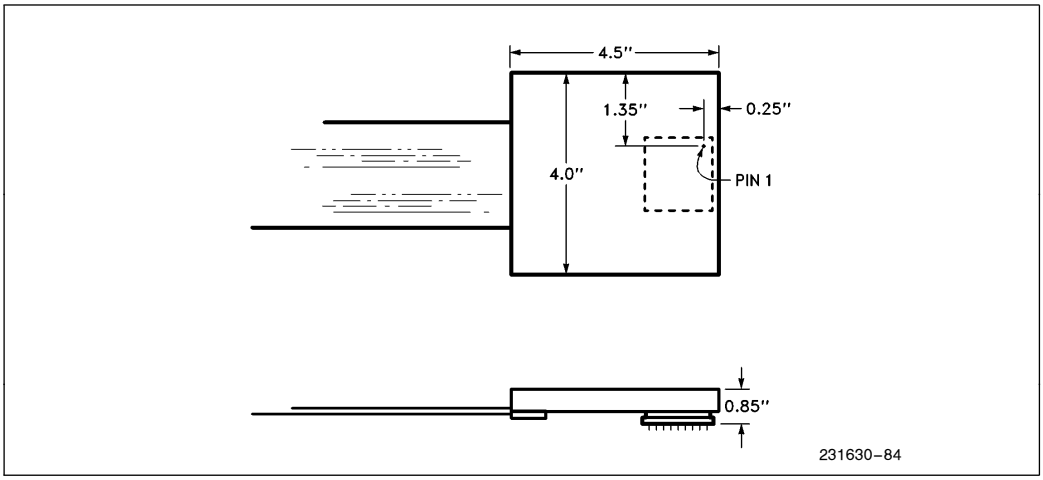

**Figure 7-1. Processor Module Dimensions**
**Intel386 DX location and orientation:** The ICE-Intel386 DX processor module, target-adaptor cable (which does not exist for the ICE-Intel386 DX 33 MHz emulator), and the isolation board used for extra electrical buffering of the emulator initially, require clearance as illustrated in Figures 7-1 and 7-2.